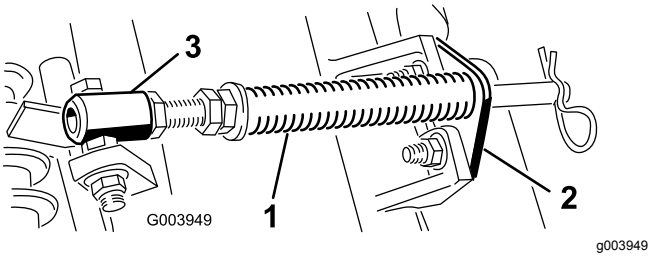

Figur 5
A. Demontera de två vagnskruvar och muttrar som håller fast stångbeslaget på klippenhetens flikar (Figur 5).
B. Demontera den flänsmutter som håller fast fjäderrörets skruv på bärramens flik (Figur 5). Demontera enheten.